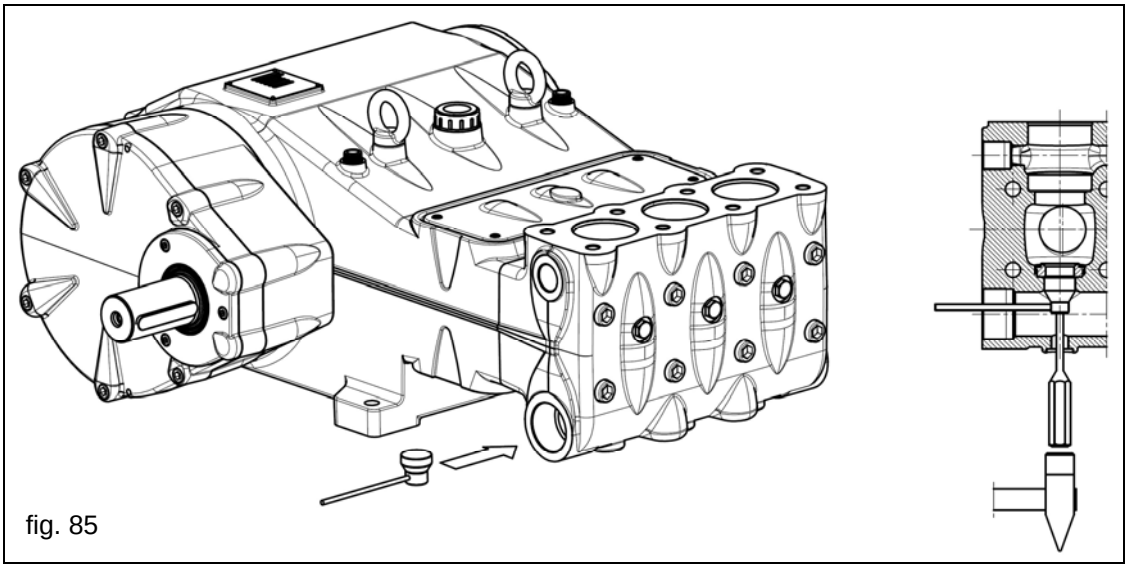

fig. 85
If the extraction of the suction valve unit is particularly difficult, (for ex. due to incrustations caused by prolonged pump inactivity) use the extraction tool cod.27516200 (for MK40-MK45-MK50) or cod.27516300 (for MK55-MK60-MK65) (pos.①, fig.85) and act as indicated.